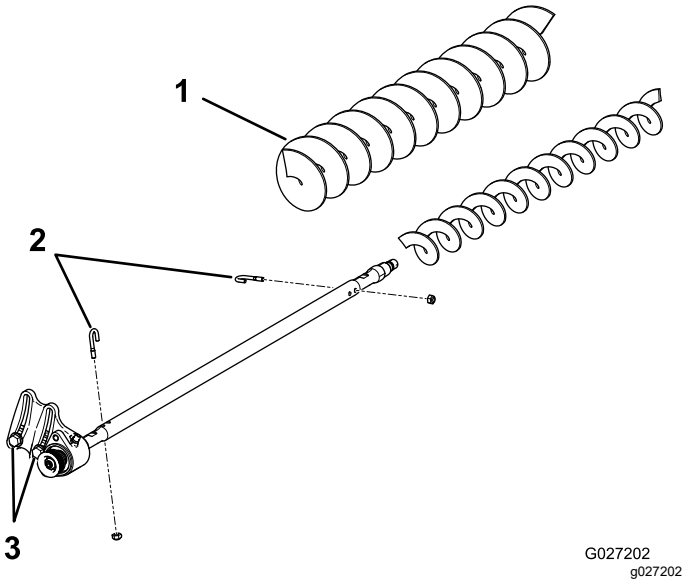

**Рисунок 23**
3. Отверните два J-образных болта и гайки (Рисунок 23).
4. Снимите с вала щетки находящуюся на нем щетку (Рисунок 23).
5. Ослабьте затяжку двух болтов с шайбами и гайками, которые крепят корпус подшипника приводной стороны к монтажному кронштейну корпуса подшипника (Рисунок 23).
6. Наденьте щетку большой высоты скашивания на вал щетки (Рисунок 23).
7. Прижмите щетку к валу с помощью двух ранее снятых J-образных болтов и гаек (Рисунок 23).